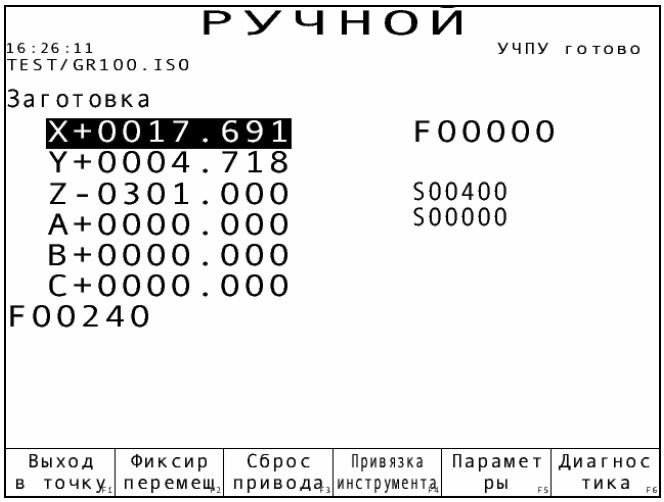

Рис. 8.1
Нажатием клавиши "↓" или "↑" (рис. 8.1) нужно выделить инверсным изображением соответствующую координату. При нажатии клавиши "→" происходит перемещение в положительном направлении, а при нажатии клавиши "←" - перемещение в отрицательном направлении.
8.3.2. Для перехода в режим "Выход в точку" нужно нажать клавишу F1 ("Выход в точку") в меню режима "Ручной" (рис. 8.1).
Пример первой страницы индикации приведен на рис. 8.1.